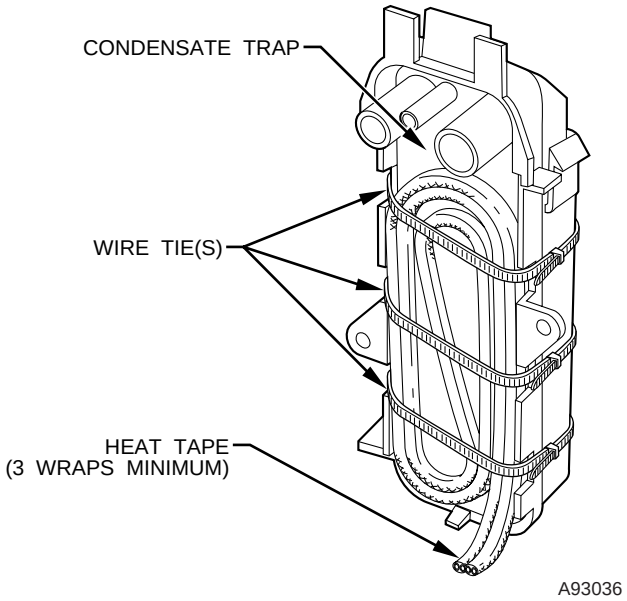

Fig. 47—Condensate Trap Heat Tape
2. Locate heat tape between sides of condensate trap back. (See Fig. 47.)
3. Use wire ties to secure heat tape in place. Wire ties can be positioned in notches of condensate trap sides. (See Fig. 47.)